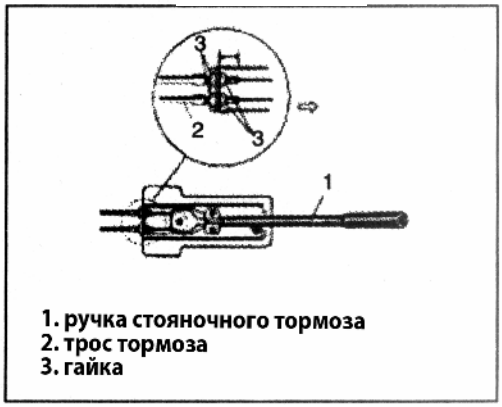

Рис. 661
5) Выверните гайки крепления троса стояночного тормоза (Рис. 661).